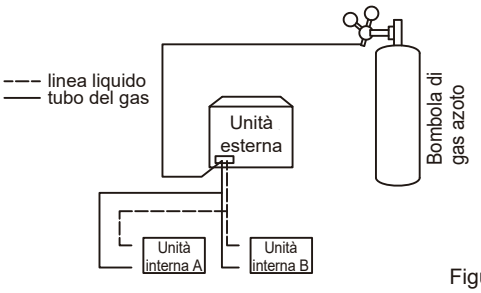

Figura 5.27
4. Utilizzare dei tappi ciechi per bloccare tutte le aperture lato liquido (gas), ad eccezione dell'apertura sull'unità interna più lontana dalle unità esterne ("Unità interna A" nella Figura 5.27).